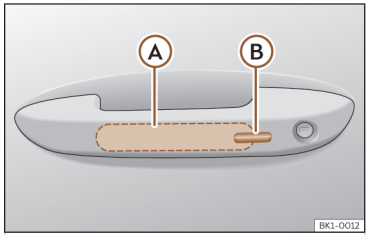

Abb. 69 Türgriff: Sensorflächen.
››› **(Abb. 69)**
- Berühren Sie die auf der Außenseite des Türgriffs befindliche Sensorfläche ››› **(Abb. 69)** Ⓑ. Alle Blinker leuchten einmal auf.
- Berühren Sie innerhalb von 5 Sekunden einmal die auf der Außenseite des Türgriffs befindliche Sensorfläche ››› **(Abb. 69)** Ⓑ. Ergreifen Sie dabei nicht den Türgriff. Das System Keyless Access ist jetzt vorübergehend deaktiviert.
Um mit der **Komfortfunktion** alle elektrischen Seitenfenster und das Glasdach zu schließen, lassen Sie einen Finger einige Sekunden auf der Sensorfläche für Verriegelung ››› **(Abb. 69)** Ⓑ am Türgriff, bis die Seitenfenster und das Dach geschlossen sind.